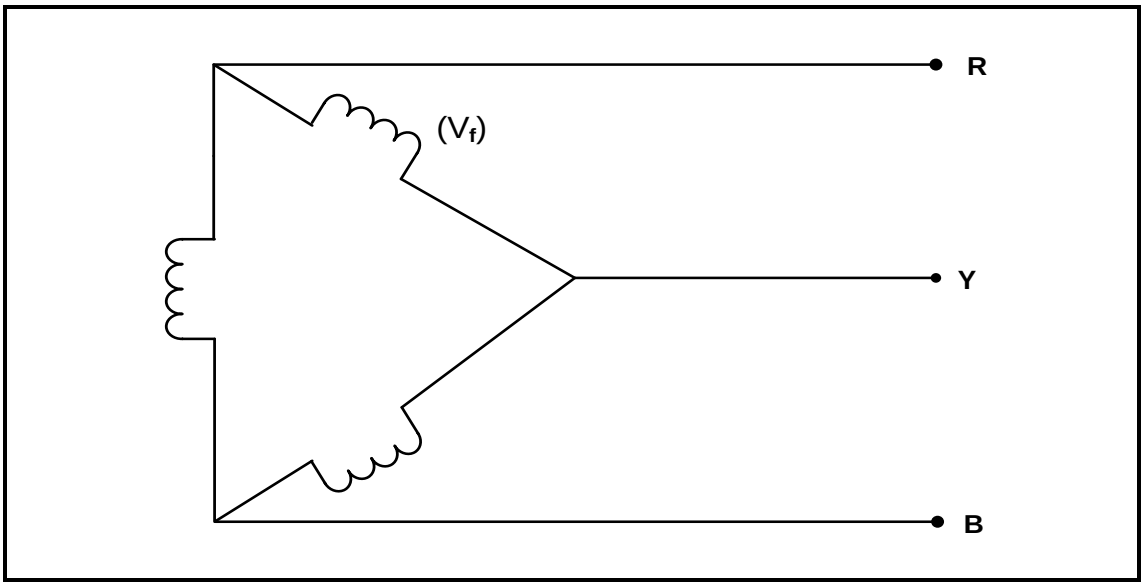

FIGUUR 3.3: DIAGRAMMATIESE VOORSTELLING VAN 'N DRIEFASE-VERBINDE STELSEL
3.3 FIGUUR 3.3 hieronder is 'n diagrammatiese voorstelling van 'n driefase-verbinde stelsel. Beantwoord die vrae wat volg.
3.3.1 Noem die verwantskap tussen die waardes van die fasespanning en die lynspanning in FIGUUR 3.3. (1)
3.3.2 Teken 'n volledig benoemde fasordiagram wat FIGUUR 3.3 voorstel. (3)